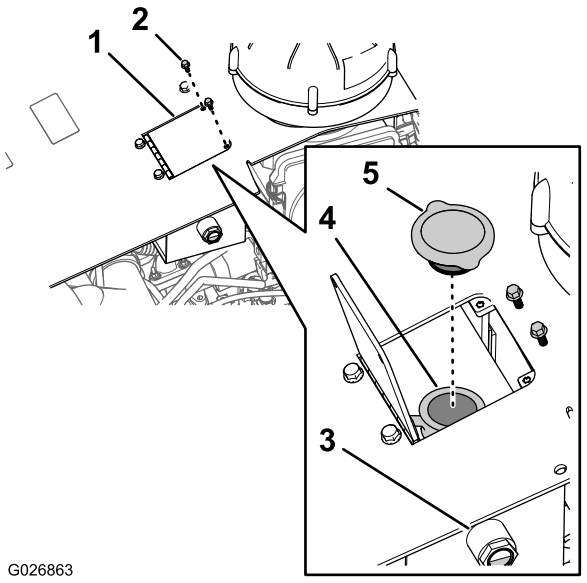
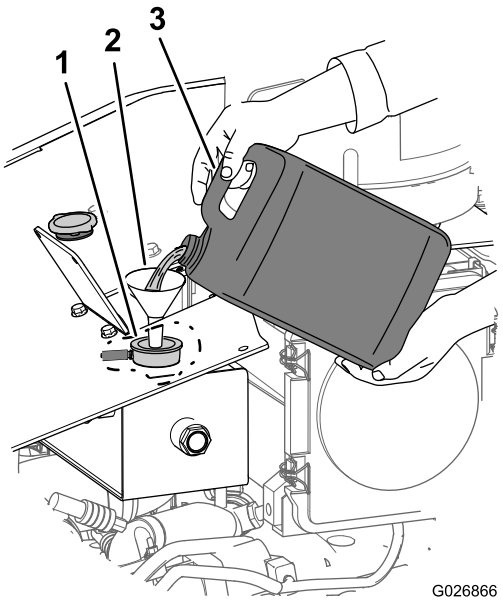

Рисунок 97
Рисунок 104
4. Проверьте уровень охлаждающей жидкости по указателю на торцевой поверхности расширительного бачка (Рисунок 97).
A. Выверните 2 болта с шестигранной головкой, которыми дверца крепится к капоту машины, и откройте дверцу бака (Рисунок 97).
B. Снимите крышку с расширительного бачка и долейте охлаждающую жидкость до средней точки на указателе (Рисунок 97).
2. Выверните 2 болта с шестигранной головкой, которыми дверца бака крепится к капоту машины, и откройте дверцу (Рисунок 97).
3. Снимите крышку расширительного бачка (Рисунок 97).
1. Снимите крышку радиатора с бака регенерации (Рисунок 97).
2. Залейте в систему охлаждения смесь охлаждающей жидкости указанного типа (Рисунок 104) так, чтобы ее уровень дошел до средней точки указателя (Рисунок 97).
3. Установите крышку бака регенерации (Рисунок 97).